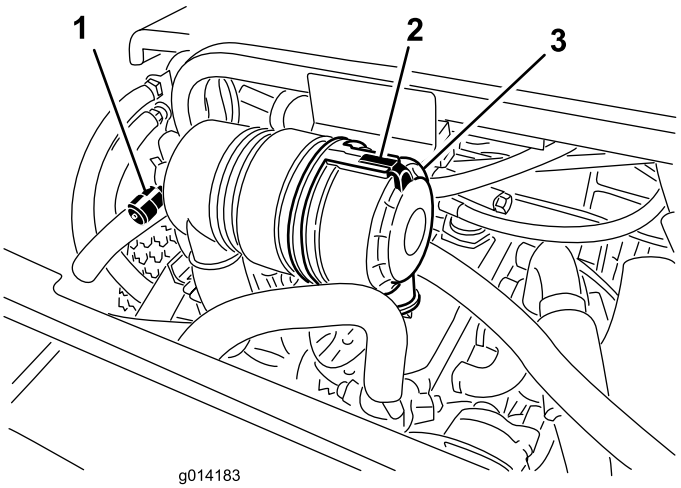

Figur 43
Overhal filteret på luftrenseren kun når indikatoren (Figur 43) tilsier det. Hvis du skifter filteret før det er nødvendig, øker det bare risikoen for at det kommer inn smuss i motoren når filteret er fjernet.
1. Utløs låsene som fester luftrenserdekslet til luftrenserhuset (Figur 43).